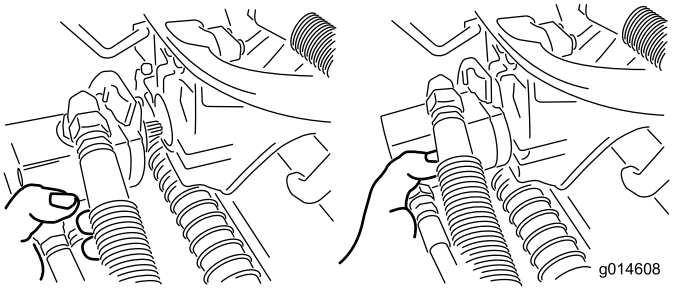

Figur 36
3. Flyt motoren hen i opbevaringspositionen foran på affjedringsarmen (Figur 36).